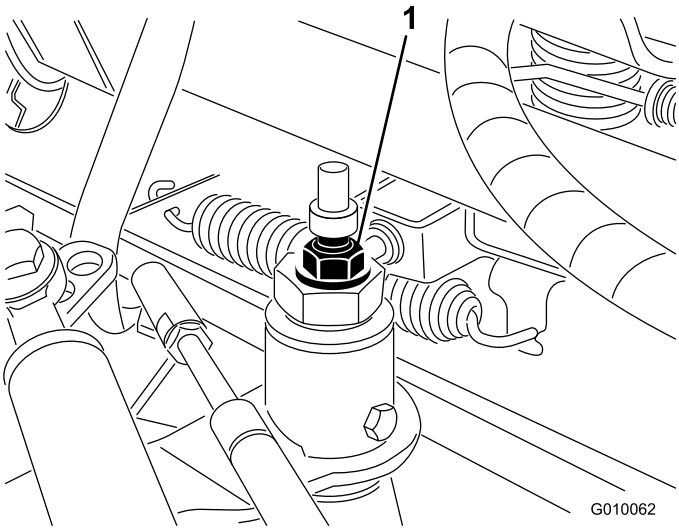

Figur 53
3. Lossa låsmuttern på hjuldrivningens justeringskam (Figur 53).